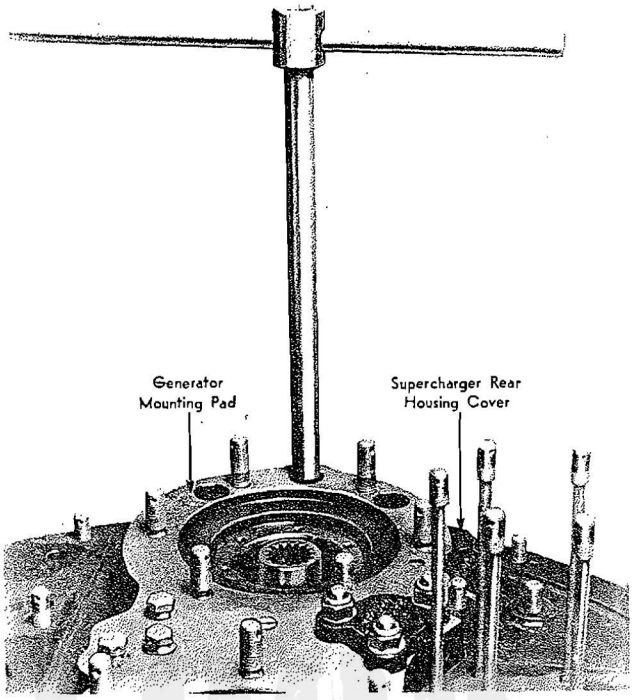

Figure 66—Removing or Installing Slotted Round Nut in Supercharger Rear Housing Cover
a. Remove all gaskets remaining on the supercharger rear housing cover. Remove all palnuts, nuts, washers, and machine screws from the rim of the rear cover. Refer to Figure 66. Remove the magneto conduit attaching bracket. Remove the three slotted